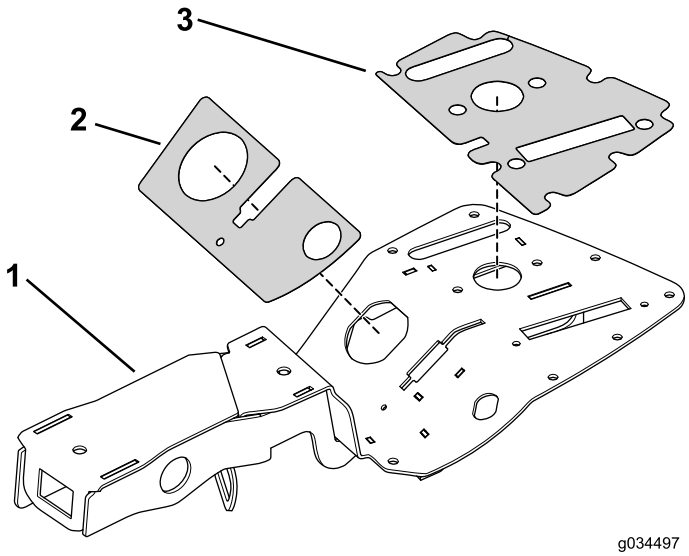

Figur 15
1. Monter det øvre og nedre merket til konsollenheten (Figur 15).